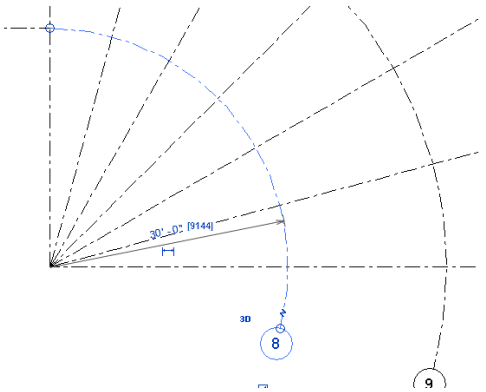

Figure 3-64 *Selecting the curved line to rename*
1. Select the curved grid, as shown in Figure 3-64.